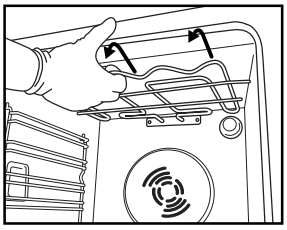
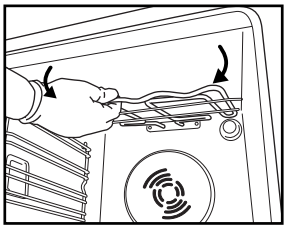

Fig. 4
Fig. 5
2. Dra ut elementet (Fig. 4) en aning och sänk det (Fig. 5).